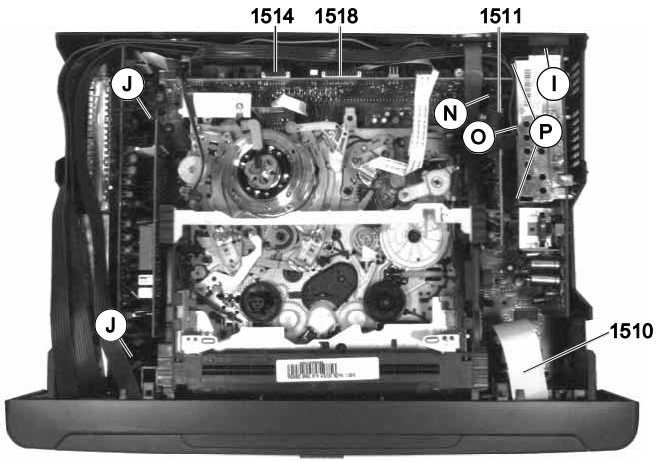
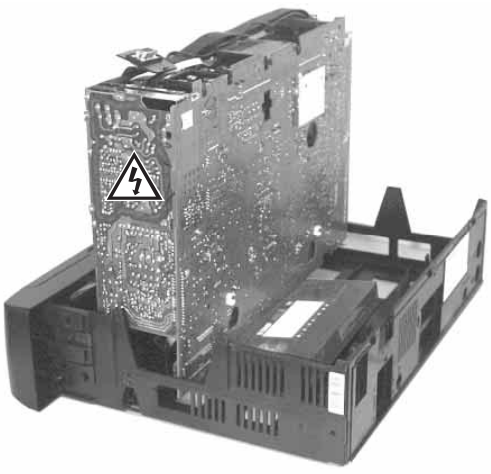
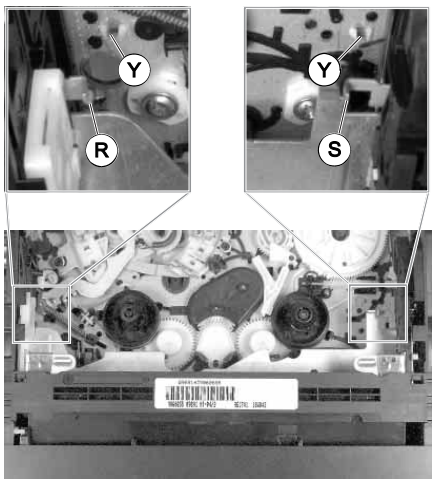
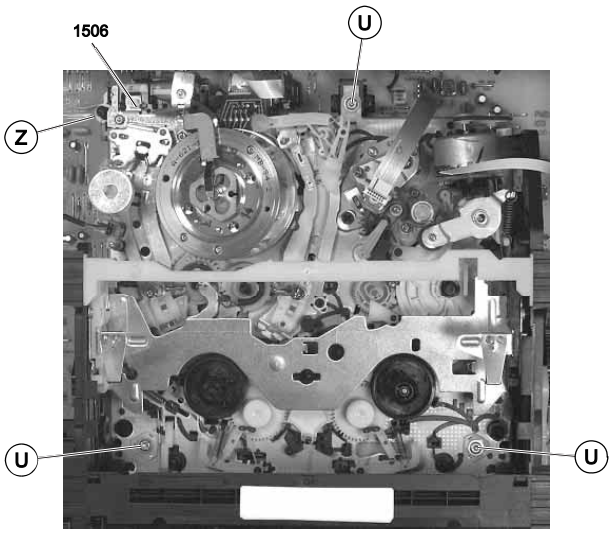

Fig. 7
Fig. 8
Fig. 11
Fig. 12
– Steckverbindungen 1510, 1511, 1514, 1518 zur Bedieneinheit (PDCGN...) lösen (Fig. 7).
– 2 Schrauben (J) und Schraube (N) herausdrehen (Fig. 7).
– Rastnase (I) (Fig. 7) lösen und Netzteil mit Chassisplatte vorsichtig etwas anheben.
Chassisplatte mit Laufwerk wie in Fig. 8 gezeigt im Gehäuserahmen aufstellen und mit einer handelsüblichen Cassette abstützen. Steckverbindungen 1510, 1511, 1514, 1518 der Bedieneinheit wieder kontaktieren (Fig. 7).
– Disconnect the plug-in connections 1510, 1511, 1514, 1518 to the Keyboard Unit (PDCGN...) (Fig. 7).
– Undo 2 screws (J) and screw (N) (Fig. 7).
– Release the locks (R) and (S) (Fig. 11) of the cassette compartment and move it inwards to gain access to the screws (U) (Fig. 12).
– Undo the screws (U) (Fig. 12).
– Disengage the locking lug (I) (Fig. 7) and lift the Power Supply Board together with the Family Board carefully by a small amount.
Place the Family Board with Drive Mechanism in vertical position on the cabinet frame as shown in Fig. 8 and support it using a commonly available cassette. Reconnect the plug-in connections 1510, 1511, 1514, 1518 to the Keyboard Unit (Fig 7).
– Stege (O) / (P) (Fig. 7) durchtrennen.
Achten Sie nach der Reparatur darauf, daß der Abschirmdeckel des Netzteilbausteins angebracht und der mittlere Steg (O) (Fig. 7) verlötet ist!
– Arretierungen (R) und (S) (Fig. 11) des Cassettenschachtes lösen und diesen dabei so weit nach innen schieben, bis die Schrauben (U) (Fig. 12) zugänglich sind.
– Schrauben (U) herausdrehen (Fig. 12).
– Laufwerk im Bereich des Halters (Z) (Fig. 12) vorsichtig etwas anheben, damit sich die Steckverbindung 1506 zwischen dem Laufwerk und der Chassisplatte löst.
– Rastnasen (Y) (Fig. 11) lösen und Laufwerk aus dem Gerät nehmen.
– 2 Schrauben (J) herausdrehen und Steckverbindung 1526 lösen.
– S-VHS-Platte herausziehen (Fig. 7).
– Cut the bridges (O) / (P) (Fig. 7).
On completion of the repairs ensure that the shielding plate is refitted to the Power Supply Unit and that the bridge in the middle (O) (Fig. 7) is resoldered!
– Lift the Drive Mechanism carefully by a small amount at holder (Z) (Fig. 12) to disengage the plug-in connection 1506 between the Drive Mechanism and the Family Board.
– Disengage the locking lugs (Y) (Fig. 11) and remove the Drive Mechanism.
– Undo 2 screws (J) and detach the plug-in connection 1526.
– Pull out the S-VHS Board (Fig. 7).